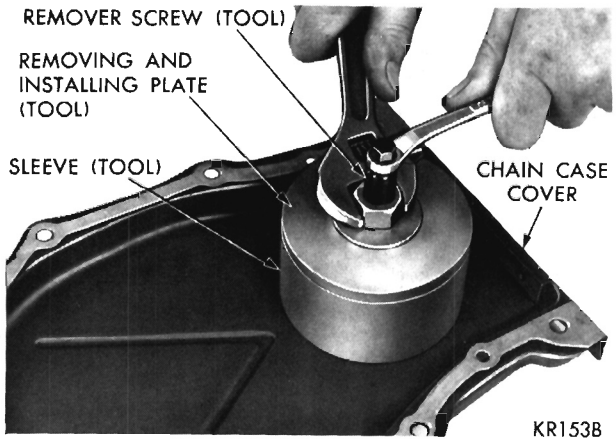
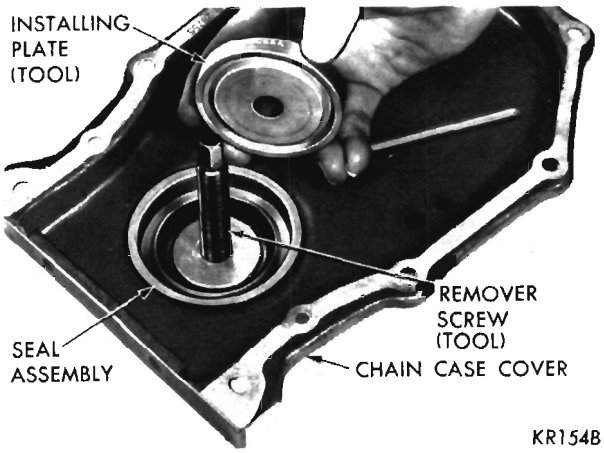

Fig. 21—Removing Oil Seal
Fig. 22—Positioning Installer Plate
(4) Place flat washer and nut on the remover screw. Hold center screw and tighten remover nut to remove the seal (Fig. 21).
(5) Insert remover screw through the removing and installing plate so thin shoulder will be facing up.
(6) Insert remover screw with the plate through seal opening (inside of chain case cover facing up).
(7) Place seal in cover opening, with neoprene down. Place seal installing plate into the new seal, with protective recess toward lip of seal retainer (Fig. 22). **The lip of the neoprene seal must be toward source of oil.**